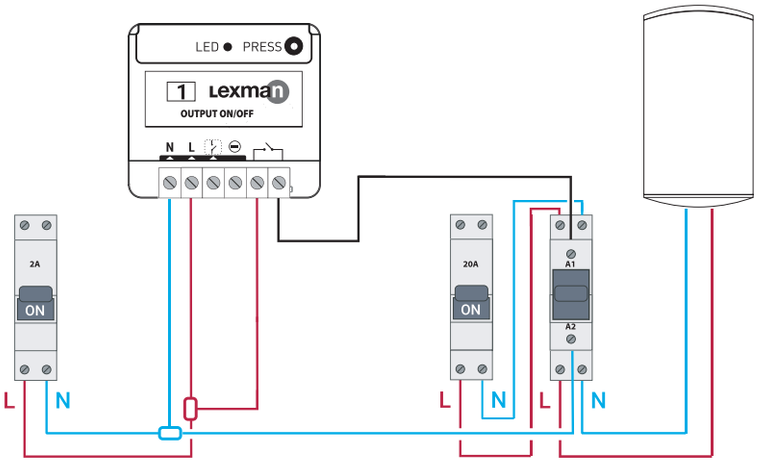

Figura 6
3. Passare il cavo sul ricevitore ON/OFF secondo lo schema figura 6.